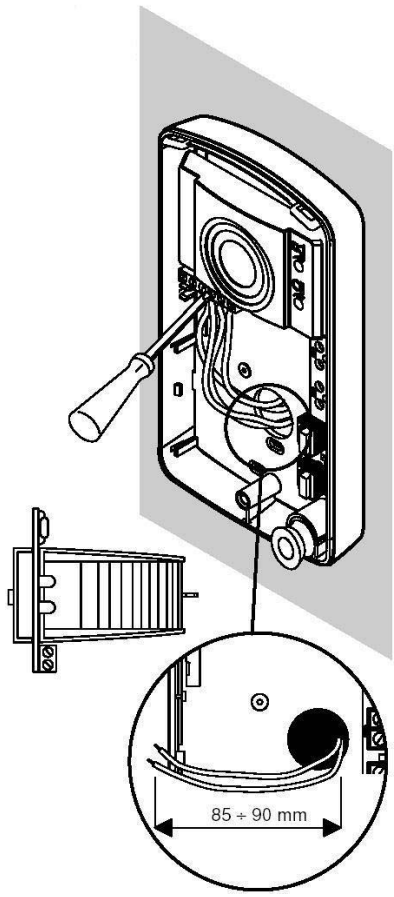

rys. 25
3) Przełożyć przewody podłączeniowe poprzez otwory w tylnej części panela. Przykręcić panel do ściany przy pomocy wkrętów wraz z kołkami rozporowymi (**rys. 25**),
4) Zamontować na zaczepach moduł rozmówny (**rys. 25**), podłączyć przewody pod odpowiednie zaciski w panelu,